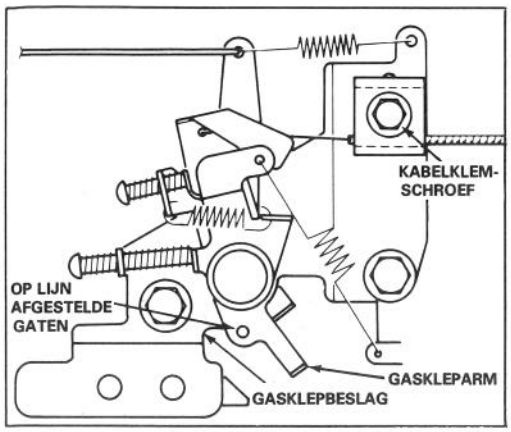

Afbeelding 13
4. Maak de kabelklemschroef los, totdat de gaskabel heen en weer geschoven kan worden (Afb. 13). Trek zachtjes aan de gaskabel om speling te verwijderen en draai de kabelklemschroef vast, zodat de afstelling verzekerd is.